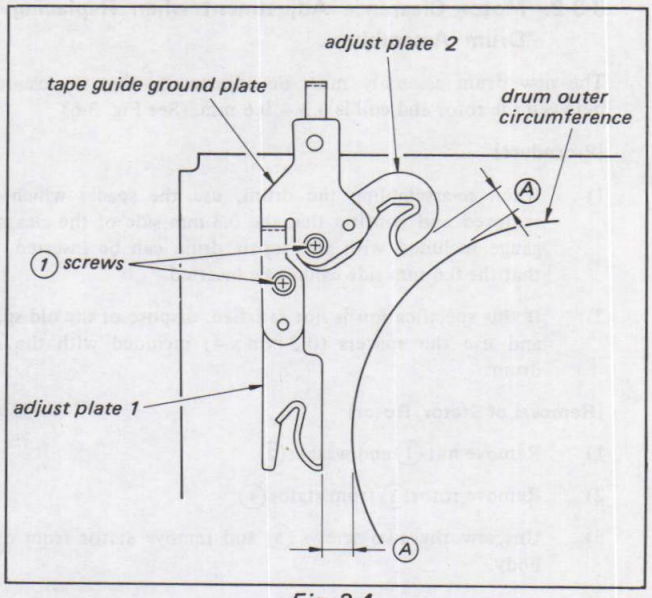

Fig. 3-4.
1) Measure and record the two gaps between the upper drum tape holding section and the adjust plate (Ⓐ in Fig. 3-4). (Do not forget to do this, as the adjust plate mounting position affects the tape path.)
2) Unscrew the screws ① shown in Fig. 3-4. Remove the tape guide ground plate and adjust plates 1 and 2 .